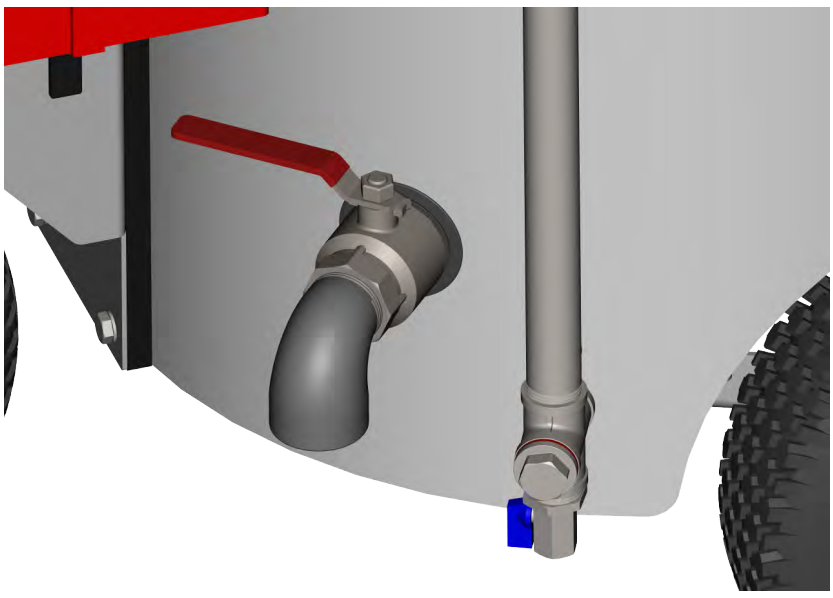

Imagen 24: Válvula de salida con palanca
2. Coloque un recipiente adecuado debajo ② de la válvula de salida (véase en Imagen 24: Válvula de salida con palanca).
3. Abra la válvula de salida girando la palanca de la válvula ① en sentido contrario al de las agujas del reloj (véase en Imagen 24: Válvula de salida con palanca).
5. Cierre la válvula de salida girando la palanca de la válvula ① en el sentido de las agujas del reloj hasta alcanzar su posición inicial.